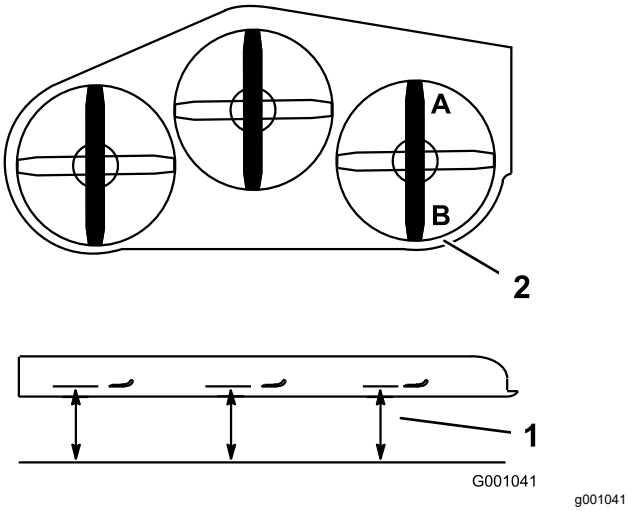

Figur 105
1. Ställ in den **högra** knivens främre-bakre lutning (Figur 105).
2. Mät den högra kniven vid punkt **A**, från en plan yta till knivens egg (Figur 105).
4. Mät den högra kniven vid punkt **B**, från en plan yta till knivens egg (Figur 105).
6. Gräsklipparkniven ska vara 6–10 mm lägre vid punkt **A** än punkt **B** (Figur 105). Fortsätt till nästa steg om detta inte är korrekt.